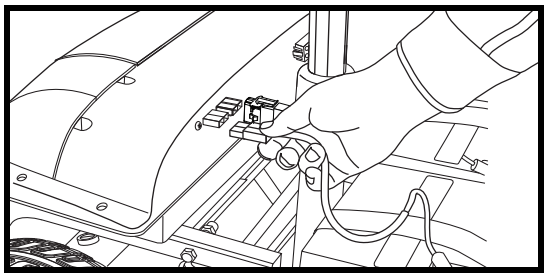

Figure 18. Disconnecting The Battery Harnesses
5. Unplug both black and white 2-pin battery harnesses. **See figure 18.**